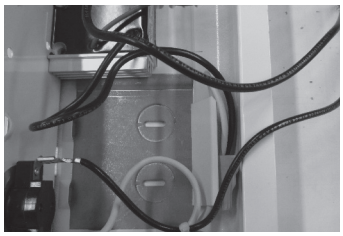

FIG. 4
6. Connecter l'autre fil noir du relais avec un des fils de l'alimentation (L2/N) et le fil de la protection thermique avec l'autre fil de l'alimentation (L1). FIG. 4